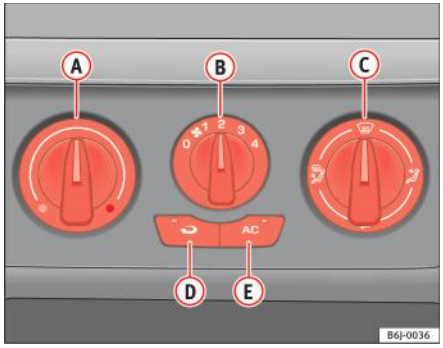

Fig. 89 Butoanele pentru climatizare de pe planșa de bord
– Puteți regla temperatura, distribuția aerului şi turația aero-termei utilizând butoanele de comandă ⇒ fig. 89 (A) şi (C) şi butonul (B).
– Pentru activarea sau dezactivarea unei funcții, apăsați butonul corespunzător (D) sau (E). Când funcția este activată, se aprinde o lampă de avertizare roşie integrată în buton.
– Închideți duzele (3)
– Deschideți şi orientați duzele (4) spre geamurile laterale